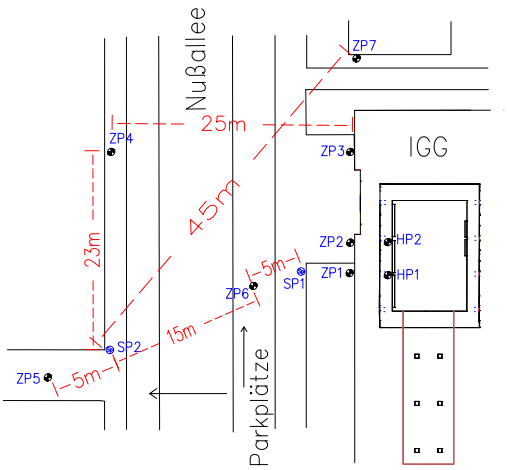

Abbildung 3: Prüffeld für terrestrische Laserscanner des IGG
Das am IGG installierte Prüffeld unterscheidet sich von dieser Konfiguration einerseits durch die höhere Anzahl von sieben horizontal verteilten Zielzeichen (ZP) und zwei Hochpunkten (HP) und der daraus resultierenden höheren Genauigkeit und Zuverlässigkeit bei der Prüfung des Laserscanners von zwei Standpunkten (SP) (Abb. 3). Andererseits ist die Prüfung umfassender, da die Zielzeichen fest installiert sind und Sollstrecken zwischen den Zielzeichen als Referenz dienen. Dennoch lassen sich die Ursachen für evtl. vorhandene Abweichungen außerhalb der Spezifikationen auch hier nur erahnen, eine Quantifizierung ist nicht möglich. Dies verlangt nach einer Kalibrierung.